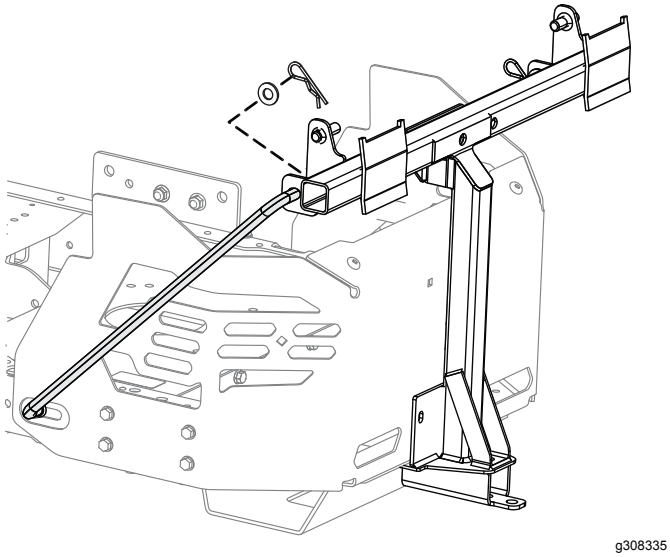

Figuur 17
7. Monteer het gebogen, wijd uitlopend uiteinde van een stang in de sleutelgatvormige opening aan de linkerzijde van het machineframe, en duw de stang naar achteren zodat deze in het frame vergrendeld wordt (Figuur 17).
8. Steek de gebogen uiteinden van de stangen in het bevestigingspunt voor werktuigen zoals getoond in Figuur 17 en bevestig de uiteinden met een ring en een borgpen.